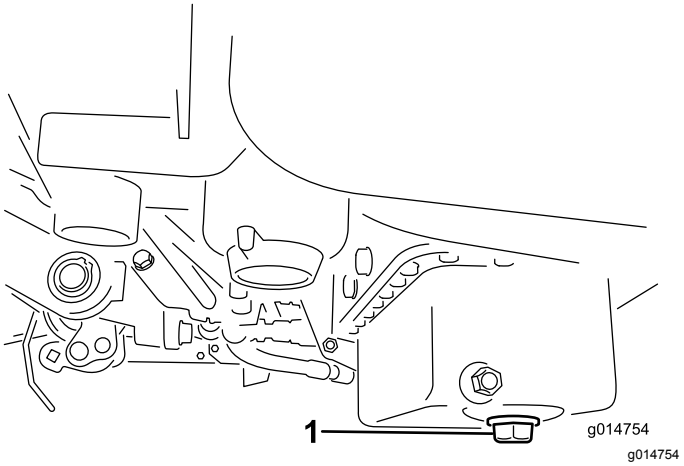

Rysunek 33
1. Odkręć korek spustowy i spuść olej do miski drenażowej. Zakręć korek, gdy olej przestanie wyciekać (Rysunek 33).